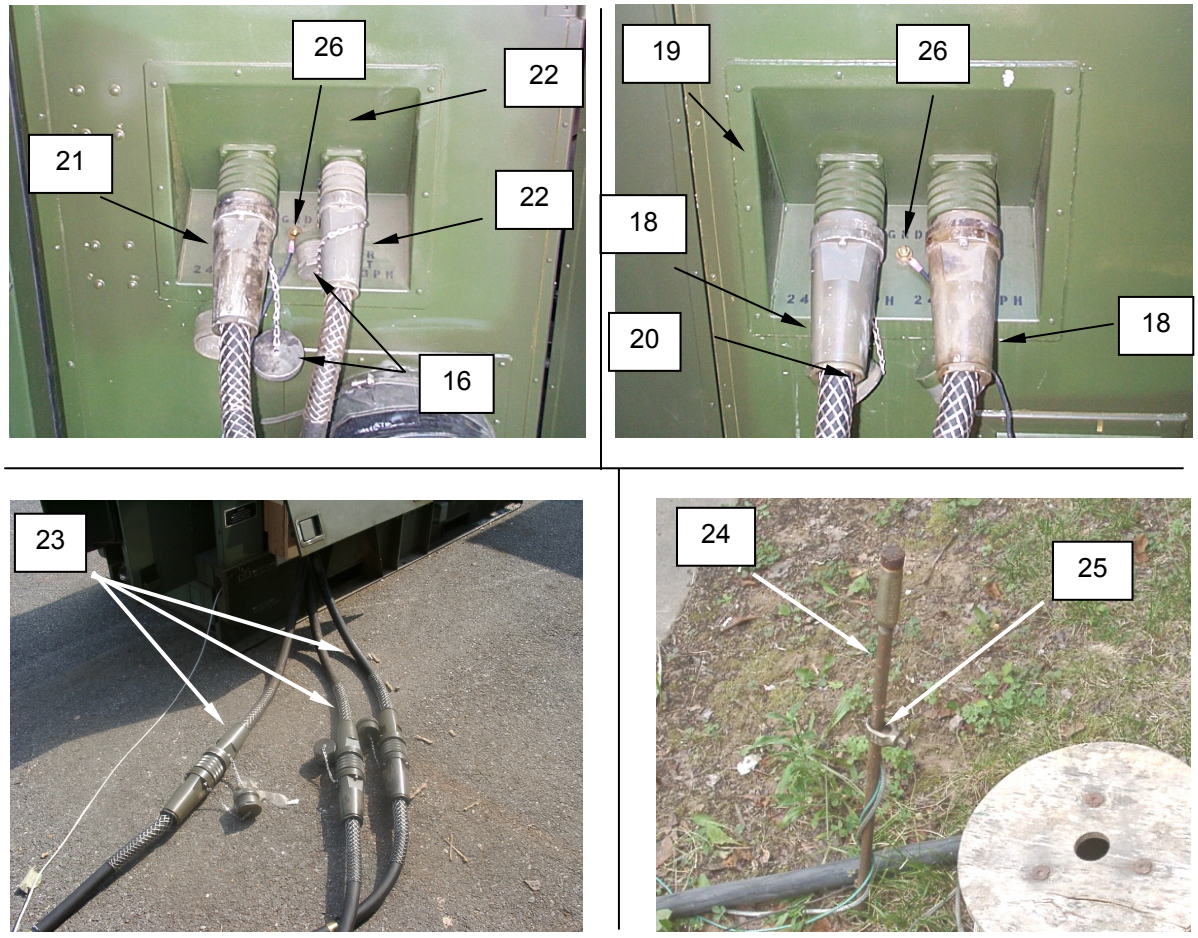

Figure 21. Prepare Power Distribution System for Movement.
2. Disconnect the two 100 A cables **(Figure 21, Item 18)** from the dryer power service panel **(Figure 21, Item 19)**. Install dust caps **(Figure 21, Item 20)** on cables and service panel. Coil cables and set aside for packout.
3. Disconnect the 100 A cable **(Figure 21, Item 21)** from the main power service panel **(Figure 21, Item 22)**. Install dust caps **(Figure 21, Item 20)** on cable and service panel. Coil cables and set aside for packout.
4. Disconnect the 60 A cable **(Figure 21, Item 22)** from the main power service panel. Install dust caps **(Figure 21, Item 20)** on cable and service panel. Coil cables and set aside for packout.
5. Disconnect three pigtail connectors **(Figure 21, Item 23)** from generator or municipal power source. Coil cables and set aside for packout.
6. Remove ground rods **(Figure 21, Item 24)** and disconnect ground wires **(Figure 21, Item 25)** from both electrical service panel grounding studs **(Figure 21, Item 26)**.